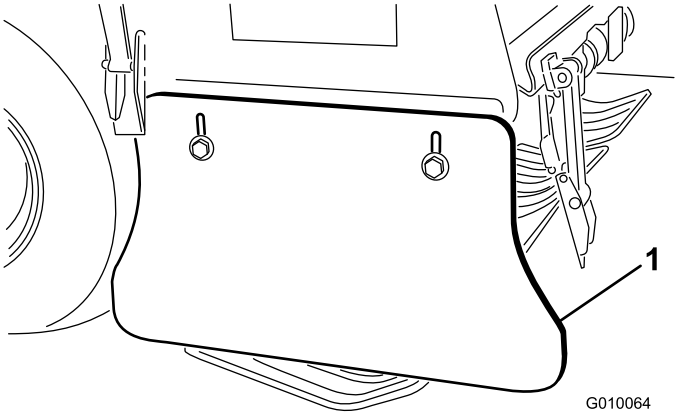

Figur 62
1. Løsne boltene og mutterne som fester sidebeskyttelsen til rammen (Figur 62).